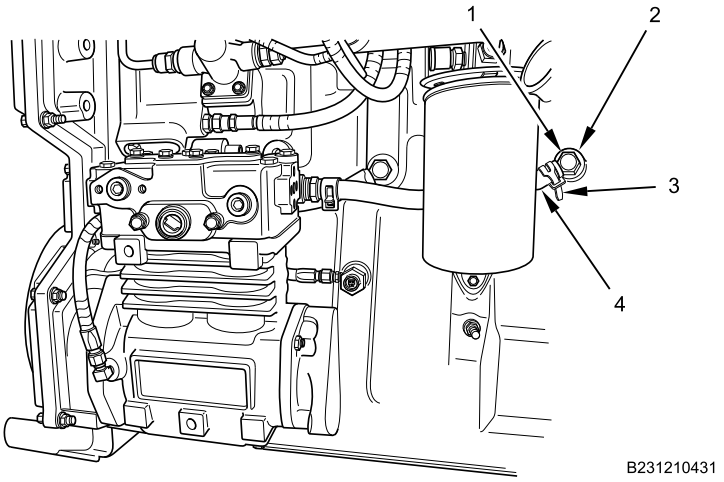

Figure 5. Air Compressor Coolant Outlet Block Connection.
9. Remove air compressor coolant outlet hose clamp (Figure 5, Item 3) and coolant hose (Figure 5, Item 4) from angle fitting (Figure 5, Item 1).
10. Remove angle fitting (Figure 5, Item 1) from engine block coolant port (Figure 5, Item 2).